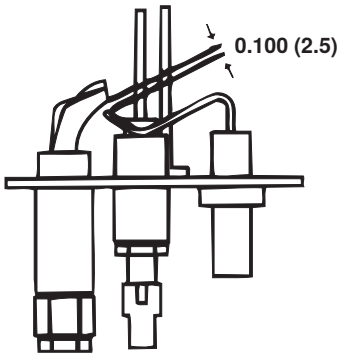

**Figure 36. Éclateur à étincelle de veilleuse**
4. Vérifiez l'éclateur à étincelle (voir **Figure 36**), qui doit être maintenu à 0.100 pouce (2.5 mm).
c. Assurez-vous que l'éclateur à étincelle (voir **Figure 36**) est d'environ 0.100 pouce (2.5 mm).